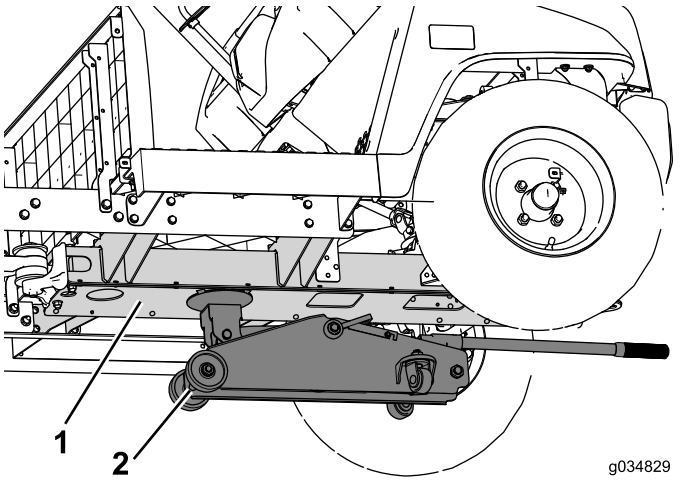

Figuur 63
2. Zet een vloerkrik onder het centrale kanaal om de voorkant van de machine te ondersteunen (Figuur 63).